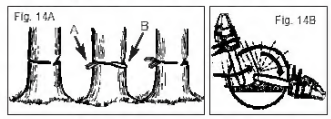

Fig. 14A Fig. 14B
1. Use wooden or plastic wedges (A) to prevent binding the bar or chain (B) in the cut. Wedges also control felling (Fig. 14A).